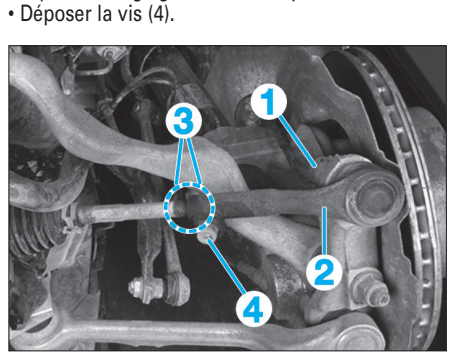

Fig. 14
• Déposer l'écrou (1), tout en maintenant la rotule au niveau de l'empreinte Torx **(Fig.14)**.
• Désaccoupler les deux rotules de direction au niveau des pivots. Pour cela, déposer de chaque coté l’écrou (1) **(Fig.14)**.